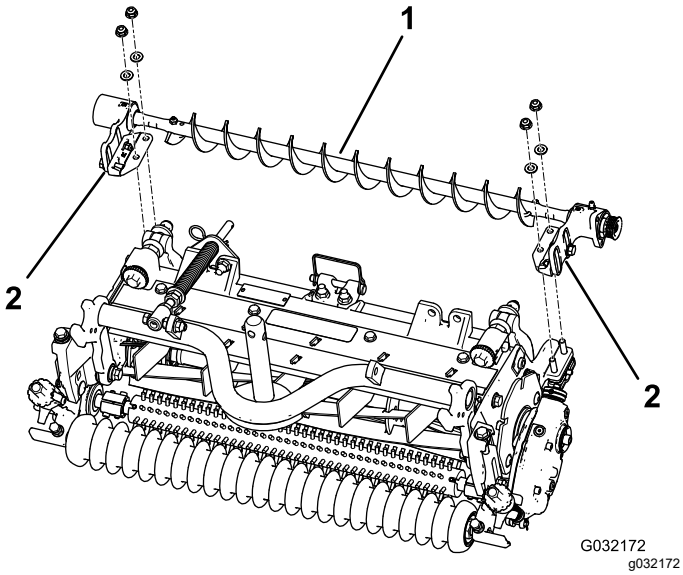

Figuur 7
4. Plaats de montagebeugels van de linker of rechter rolborstel op de bouten van de rolbeugel (Figuur 7).